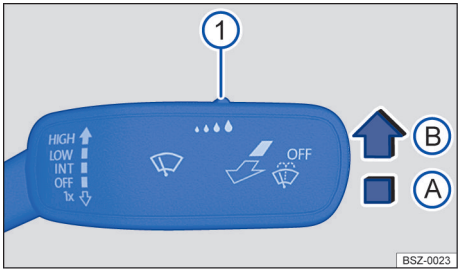

Fig. 88 À droite sur la colonne de direction : levier d'essuie-glace
1. Poussez le levier dans la position souhaitée → fig. 88.
Il est possible de régler manuellement la sensibilité du détecteur de pluie et de luminosité à l'aide de la commande intégrée au levier d'essuie-glace → fig. 88 ① → ⚠.